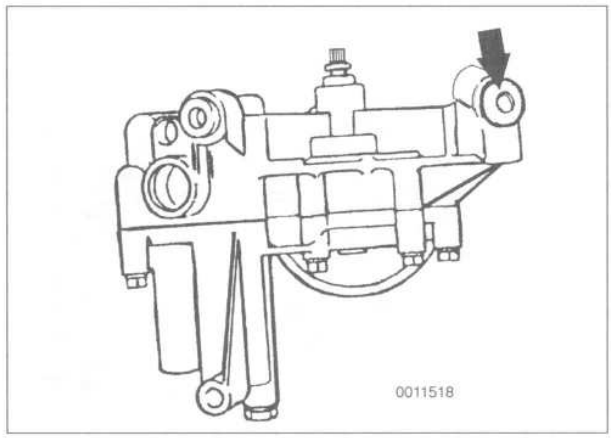

Fig. 12. Before installing oil pump on M60 motor, turn threaded spacer (**arrow**) to stop.
- M60 engines: Before installing pump, install oil pipes into the block. Turn threaded spacer on pump fully to stop. See Fig 12.